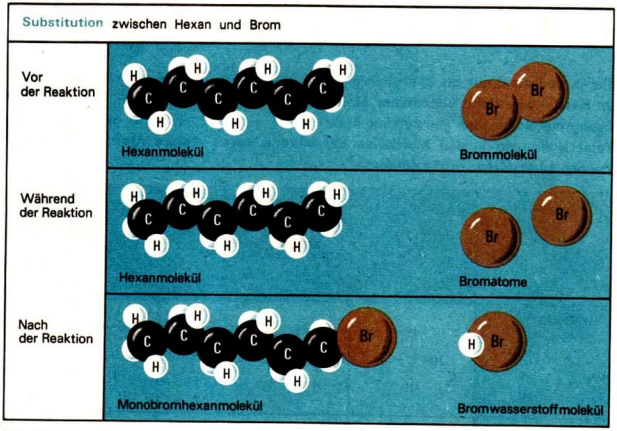

Abb. 83 Schematische Darstellung des Ablaufs einer Substitutionsreaktion
Bei der chemischen Reaktion von Hexan mit Brom entsteht Monobromhexan (Experiment 67). Durch Licht oder Wärme wird die Atombindung zwischen den Bromatomen in den Brommolekülen aufgespalten. Die Bromatome sind durch die Energiezufuhr aktiviert und reagieren mit Hexanmolekülen, indem sich jeweils ein Bromatom mit einem Wasserstoffatom des Hexanmoleküls zu einem Bromwasserstoffmolekül verbindet. Den Platz des abgespaltenen Wasserstoffatoms nimmt ein anderes Bromatom ein (Abb. 83).
① Nenne Möglichkeiten der Identifizierung des farblosen Gases, das bei Experiment 67, Seite 169, entsteht! Beachte die Identifizierung von Chlorwasserstoff (/ S. 124)!
② Beschreibe den Umbau chemischer Bindungen bei der chemischen Reaktion von Hexan mit Brom (/ Abb. 83)!
③ Beschreibe die Umordnung von Teilchen bei der chemischen Reaktion von Hexan mit Brom anhand von Abbildung 83!
④ Entwickle die chemische Gleichung für die chemische Reaktion von Heptan mit Brom!